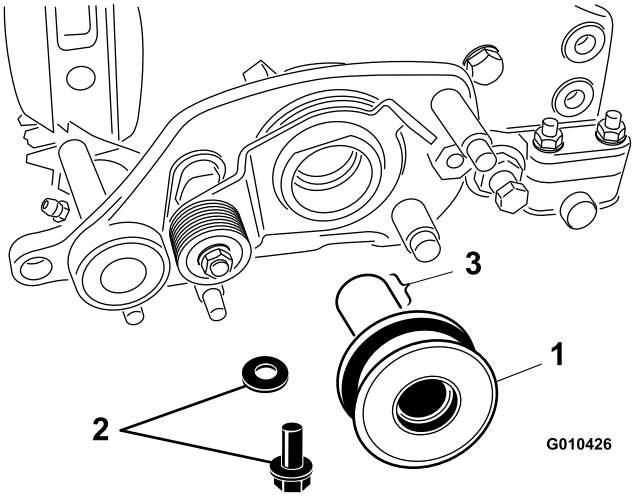

Figura 12
1. Applicate del grasso alla scanalatura interna e alla superficie esterna del gruppo della puleggia (Figura 12).
3. Fissate il gruppo della puleggia all'albero del cilindro con un bullone (M6-1 x 20 mm) e una rondella (Figura 12).